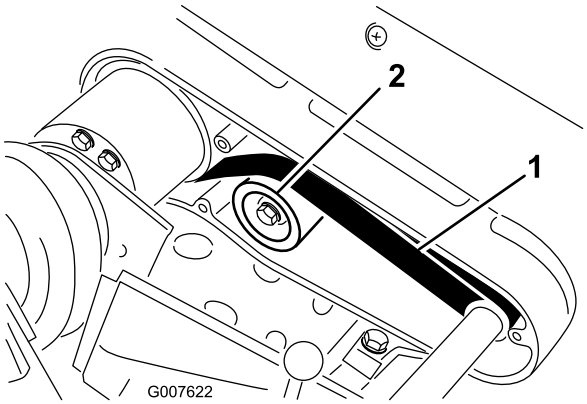

Figur 38
2. Kontroller hvor stram remmen er ved å presse på mellomspennet (Figur 38) med en kraft på 22–26 N.
A. Løsne monteringsmutteren på lederullen, og vri lederullen med klokken mot baksiden av remmen helt til du oppnår ønsket remspenning (Figur 38).